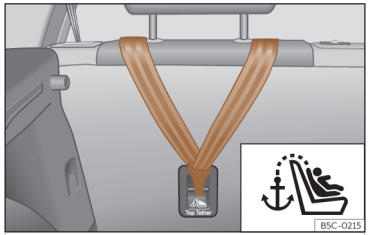
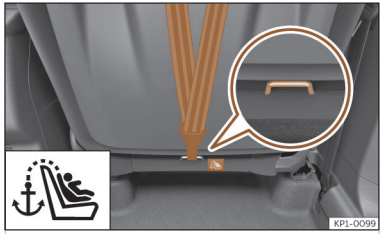

Abb. 43 Rückseite der Rücksitzbank: Verankerung für den Top Tether Haltegurt.
Abb. 44 Rückseite der Beifahrersitzlehne: Verankerung für den Top Tether Haltegurt (nicht in allen Märkten erhältlich).
Kindersitze mit dem Top Tether-System sind mit einem Gurt für dessen Befestigung am Verankerungspunkt des Fahrzeugs ausgestattet. Dieser Verankerungspunkt befindet sich im hinteren Teil der Rückenlehne des Rücksitzes und des Beifahrersitzes [1] (mit dem Symbol gekennzeichnet) und bietet einen besseren Rückhalt ››› **(Abb. 43)**, ››› **(Abb. 44)**.
- Den Haltegurt verschieben und ordnungsgemäß an der Verankerung des hinteren Teils der Rücklehne befestigen ››› **(Abb. 43)** , ››› **(Abb. 44)**.